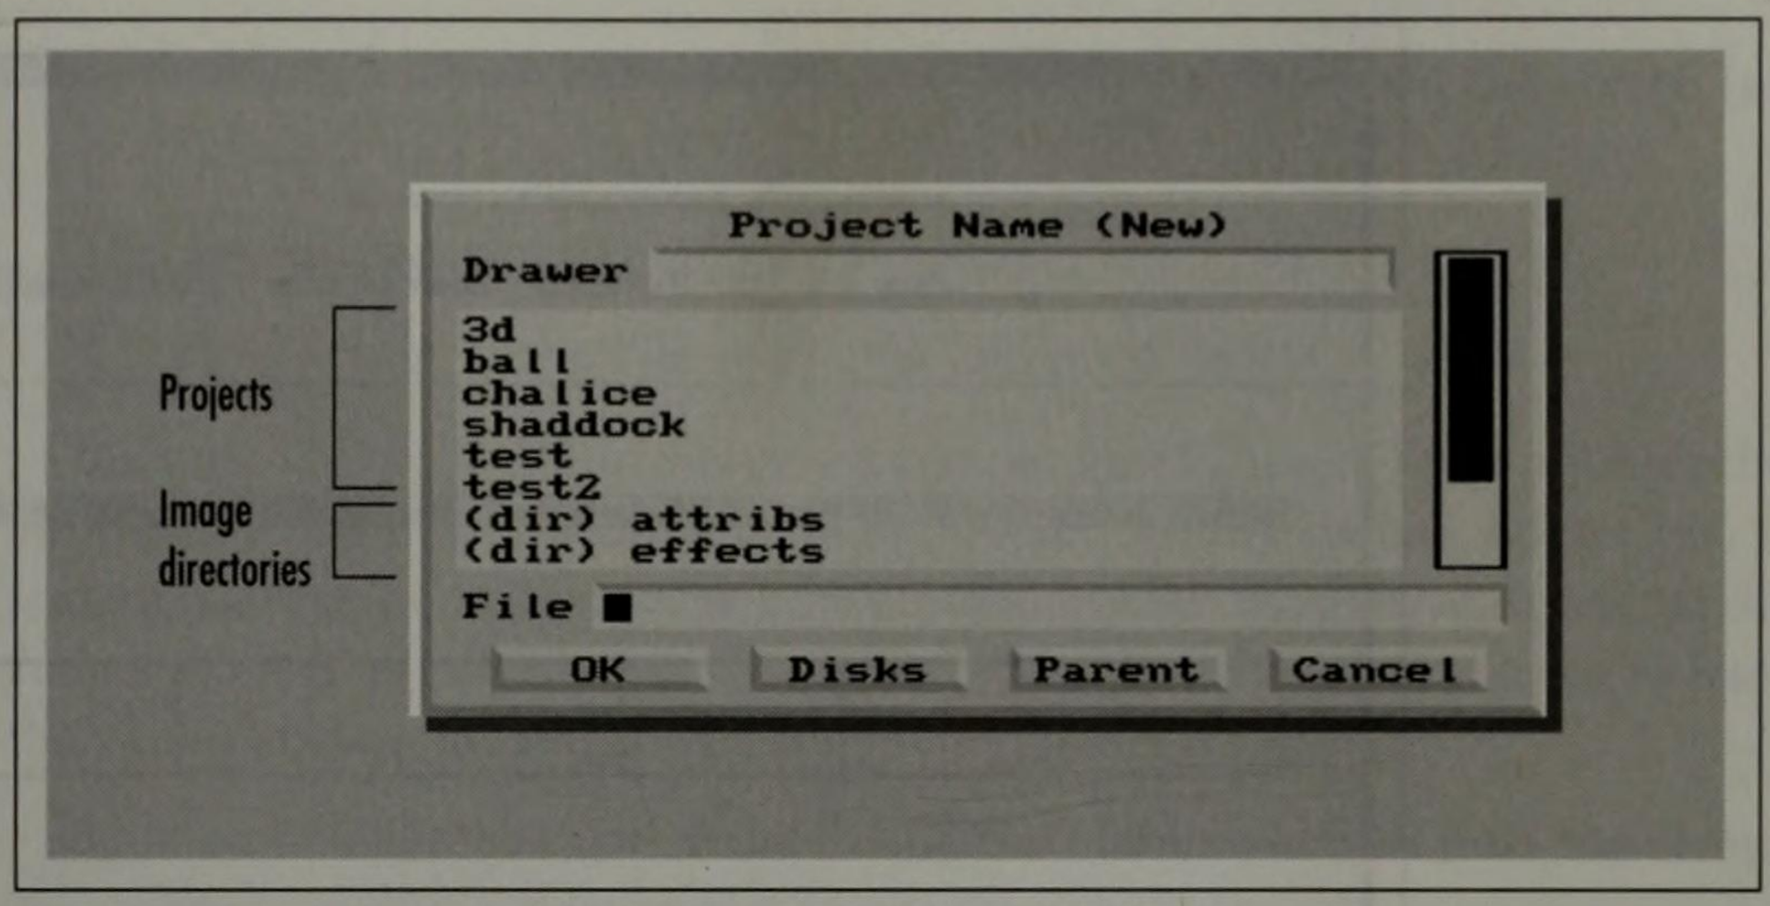

Figure 7-3 The Project Name box
1 From the Project Editor's Project menu select New or use the (ALT)-(N) shortcut. A Project Name box pops on the screen (see Figure 7-3).